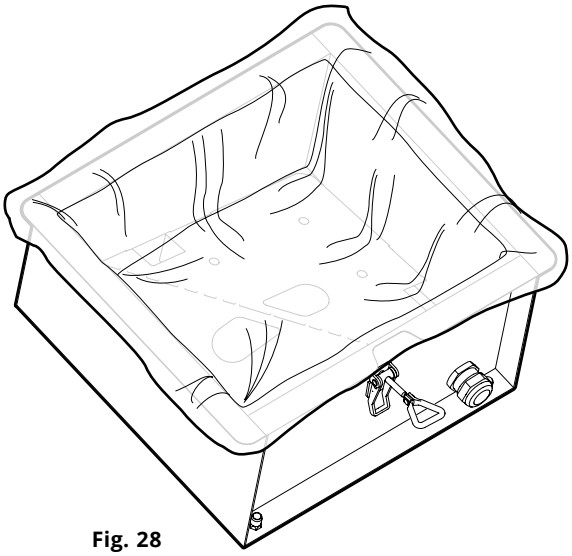

Fig. 28
6. Replacez un nouveau sac à poussières CMF PSW3 en position correcte dans le récepteur (**Fig. 28**).